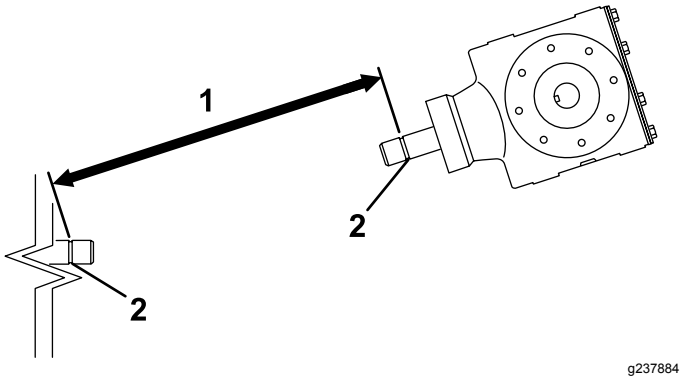
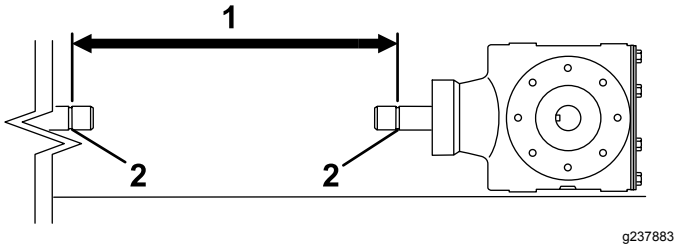
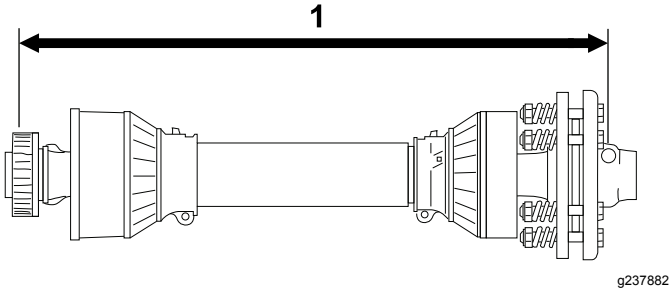

**Figur 12**
**Figur 14**
**Figur 15**
3. Mät avståndet från låsskåran i änden av traktorns kraftuttagsaxel till låsskåran på kraftuttagsaxeln på luftarens växellåda (Figur 12). Notera avståndet. Exempel: 67 cm
5. Mät avståndet från låsskåran i änden av traktorns kraftuttagsaxel till låsskåran på kraftuttagsaxeln på luftarens växellåda (Figur 14). Notera avståndet. Exempel: 70 cm
6. Mät avståndet från mitten på låspinnskulan i ena änden av kraftuttagsaxeln till mitten på låspinnen i den andra änden (Figur 15). Notera avståndet. Exempel: 81 cm
7. Ta det minsta av de två avstånden i Figur 14 och Figur 12 och dra bort det avståndet från avståndet i Figur 15. Exempel: 81 cm minus 67 cm är lika med 14 cm.